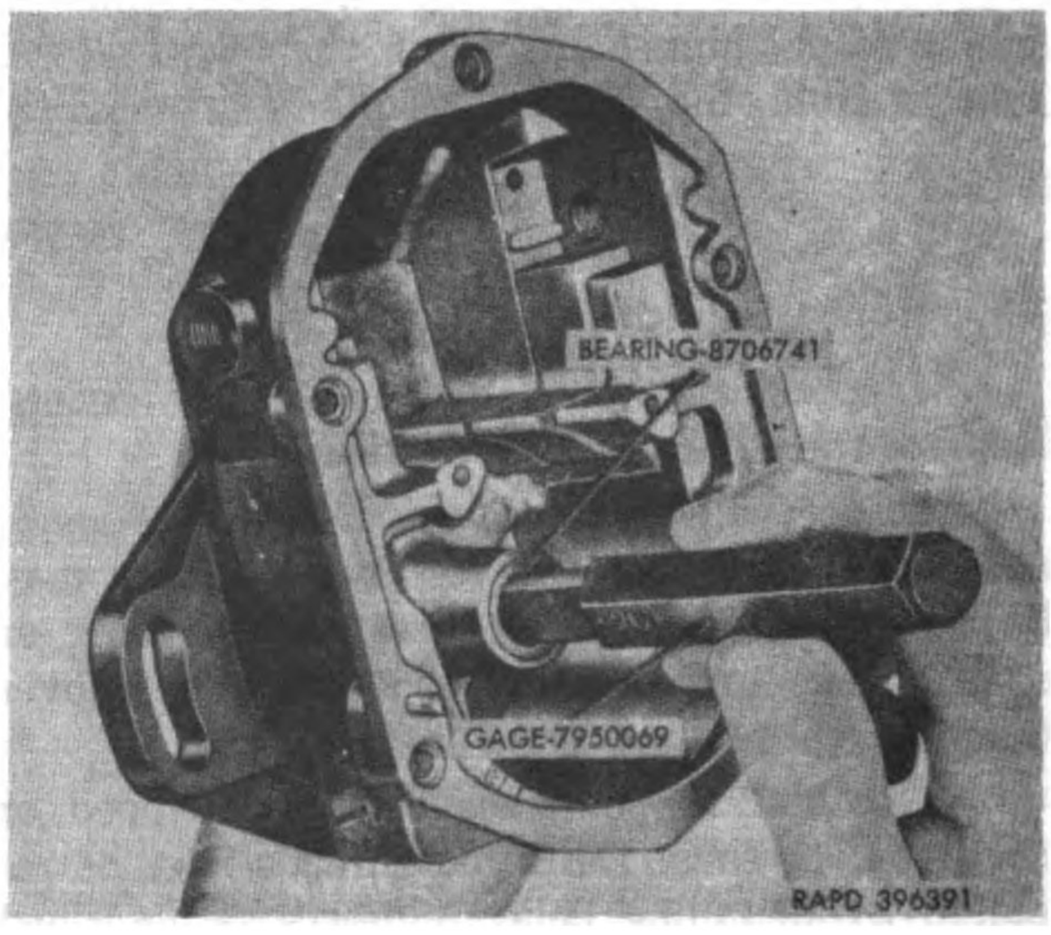

Figure 15. Checking bushing-type bearing.
f. Coat the inner surface of the bushing-type bearing (QQ, figs. 7 and 8) with SAE 30 engine oil. Also coat the magnet (GG, fig. 7; JJ fig. 8) with SAE 30 engine oil and insert the magnet shaft into the bearing and check for side play. If any side play is evident, check the inside diameter of the bearing using gage 7950069 or 7950467. First wipe the oil from the inside of the bearing then insert the "NO GO" end of the gage (fig. 15) into the bearing at several points. If the gage will go into the bearing at any point, the bearing is worn beyond acceptable limits specified in repair and rebuild standards (par. 56).
(1) Place a cork tightly into the end of the bearing inside the housing. Fill the bearing with SAE 30 engine oil.